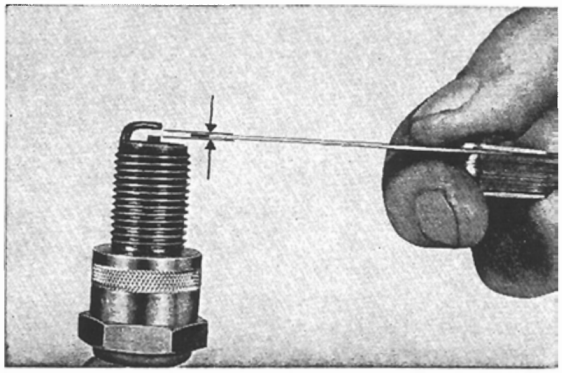

Fig. 6.13 Spark plug measuring (0.7～0.8 mm)
b. After cleaning, adjust the electrode gap. Adjust with a thichness gauge so that the gap is **0.7 to 0.8 mm. (0.028～0.32 in) (Fig. 6.13)**